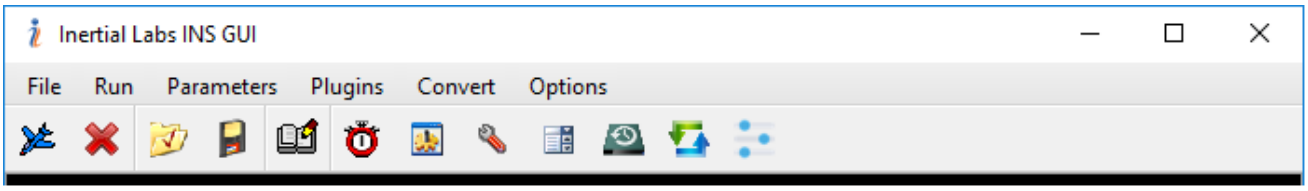
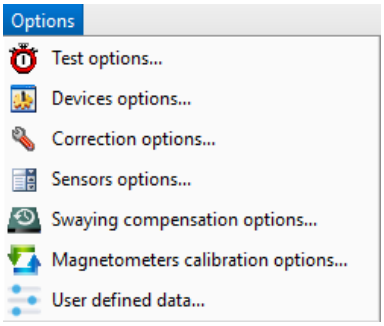
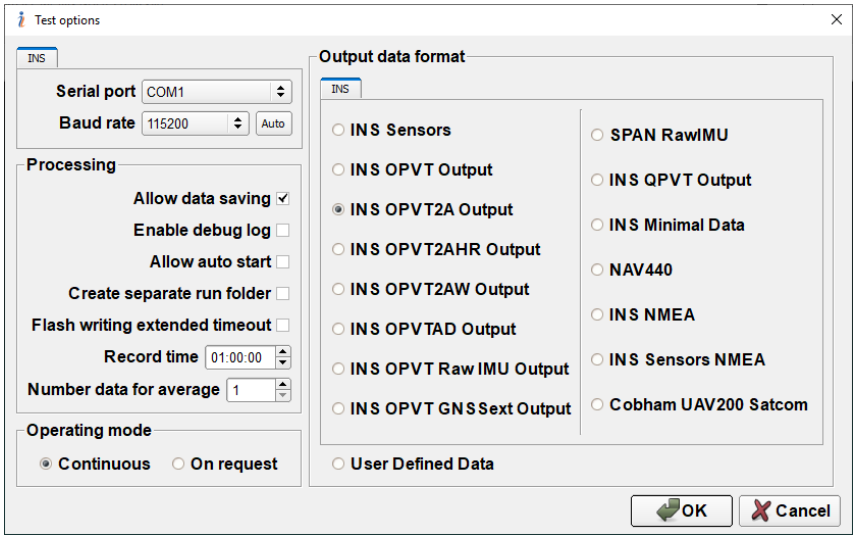
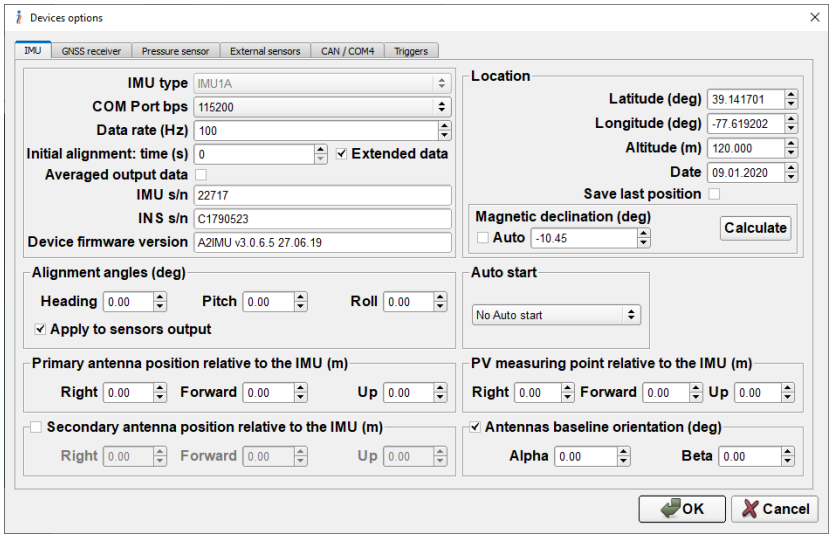

**Fig. 3.1.**
**Fig. 3.7.**
**Fig. 4.1.**
**Fig. 4.2.**
The main menu of the "Inertial Labs™ INS GUI" software contains the following items (Fig. 3.1).
**Options** menu contains the INS configuration commands (Fig. 3.7).
To set operation parameters of the INS, COM-port, format of output data, select **"Test options"** (Fig. 3.7) from the **"Options"** menu (or click icon). A **"Test Options"** dialog box (Fig. 4.1) will open.
To set and control INS operation parameters, select **“Devices options”** from the **“Options”** menu (Fig. 3.7), or click icon (Fig. 3.1). A **“Devices options”** (Fig. 4.2) dialog box will open. There are six tabs: IMU, GNSS receiver, Pressure sensor, External sensors, CAN / COM4, and Triggers.
There are options for the Inertial Measurement Unit (IMU). You can check or set the following parameters in the **"IMU"** tab of the "Devices Options" window (see Fig. 4.2):
**Important note:** The maximum data rate is limited by the chosen baud rate of the COM-port that the INS unit is connected to, and it also depends on the chosen output data format (see Fig. 4.1) because of different numbers of transferred bytes. See section "4.2.8. Limitation of the INS Maximum Output Data Rate" for details.
Since INS firmware version 2.2.0.2, the magnetic declination can be calculated in the INS continuously using calculated current position and time. Check **"Auto"** check-box (see Fig. 4.2) to activate this option.
- **Primary antenna position relative to the IMU (m)** – sets the primary GNSS antenna mounting lever relative to the INS unit, in meters. After the INS unit and GNSS antenna installation on the carrier object it is necessary to measure the center of antenna position relative to the accelerometer mass-center of the INS unit, in the object axes – right, forward, and up directions (see Appendix F). Then it is necessary to enter these coordinates in the appropriate fields in the IMU tab (Fig. 4.2) and click "OK" to apply these coordinates and store them in the INS nonvolatile memory.
The secondary antenna position can be set in two ways. The first way is to measure the center of the antenna position in meters relative to the accelerometer mass-center of the INS unit, in the object axes – the right, forward, and up directions (see Appendix F), and then enter these coordinates in the "Secondary antenna position relative to the IMU (m)" field (see Fig. 4.2). Click "OK" to apply these coordinates and store them in the INS nonvolatile memory.
for details). In this field, two angles (Alpha and Beta) should be measured and entered (see Fig. 4.2). Then click “OK” to apply these angles and store them in the INS nonvolatile memory. This setting is supported for INS-D with firmware version since 2.9.1.7.